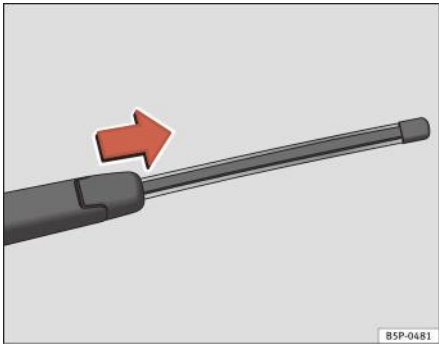

Fig. 148 Scoaterea lamei ştergătorului de lunetă
– Ridicaţi braţul ştergătorului de pe geam ⇒ fig. 148.
– Glisaţi adaptorul lamei în sensul săgeţii şi scoateţi lama ⇒ fig. 148.